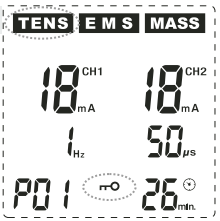

Abb. 15
Wird im Betriebsmodus keine der Tasten gedrückt, so schaltet das Gerät nach ca. 20 Sekunden die blaue Display-Beleuchtung aus und aktiviert die Tastensperre, die im Display durch das blinkende Symbol ⊶ angezeigt wird (siehe Abb. 15). Diese Tastensperre bewirkt, dass die eingestellte Ausgabeintensität nicht mehr erhöht werden kann und verhindert so, dass die Intensität versehentlich zu stark eingestellt wird oder andere unerwünschte Änderungen während des Betriebs erfolgen können. Die Deaktivierung der Tastensperre kann durch Drücken einer der beiden Tasten ⑦ (CH1⊖) für Kanal CH1 bzw. ⑨ (CH2⊖) für Kanal CH2 aufgehoben werden.